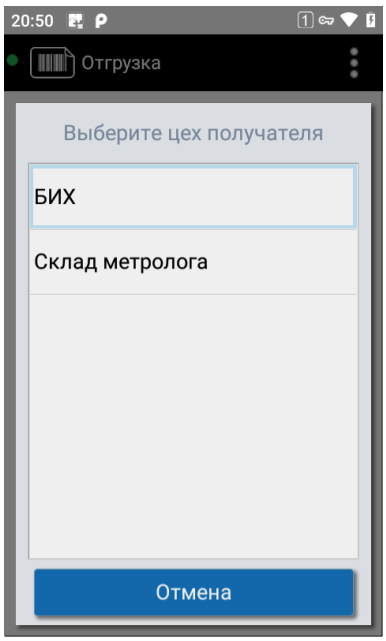

Рисунок 45. Выбор цеха получателя
1. Нажмите «Выдача» и выберите цех получателя (см. Рисунок 45).